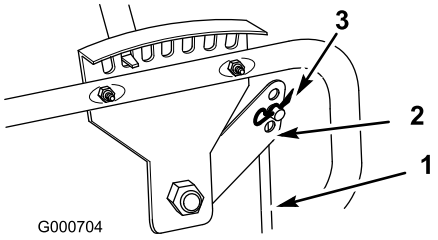

Figur 7
8. Säkra höjdreglagestångens övre ände vid höjdjusteringshandtaget med en hårnålssprint (Figur 7).